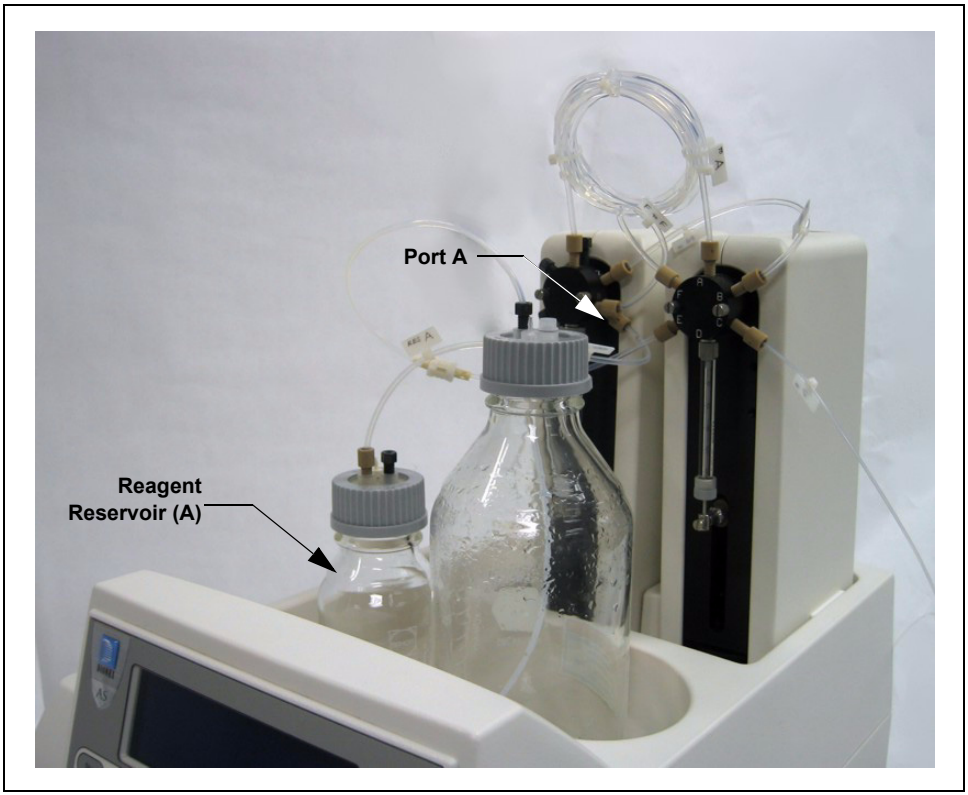

Figure B-22. Sample Preparation Option Connections
2. If you are installing a single reagent reservoir, connect the line that extends from port A on the prep syringe valve to the reservoir cap (see Figure B-22).